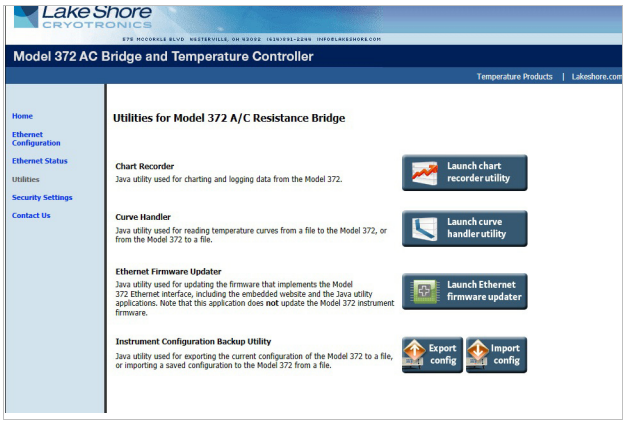

FIGURE 6-7 ***Utilities page***
1. On the **Utilities** page in the Model 372 embedded website, click **Export config** (FIGURE 6-7).
1. On the **Utilities** page in the Model 372 embedded website, click **Import config** (FIGURE 6-7).